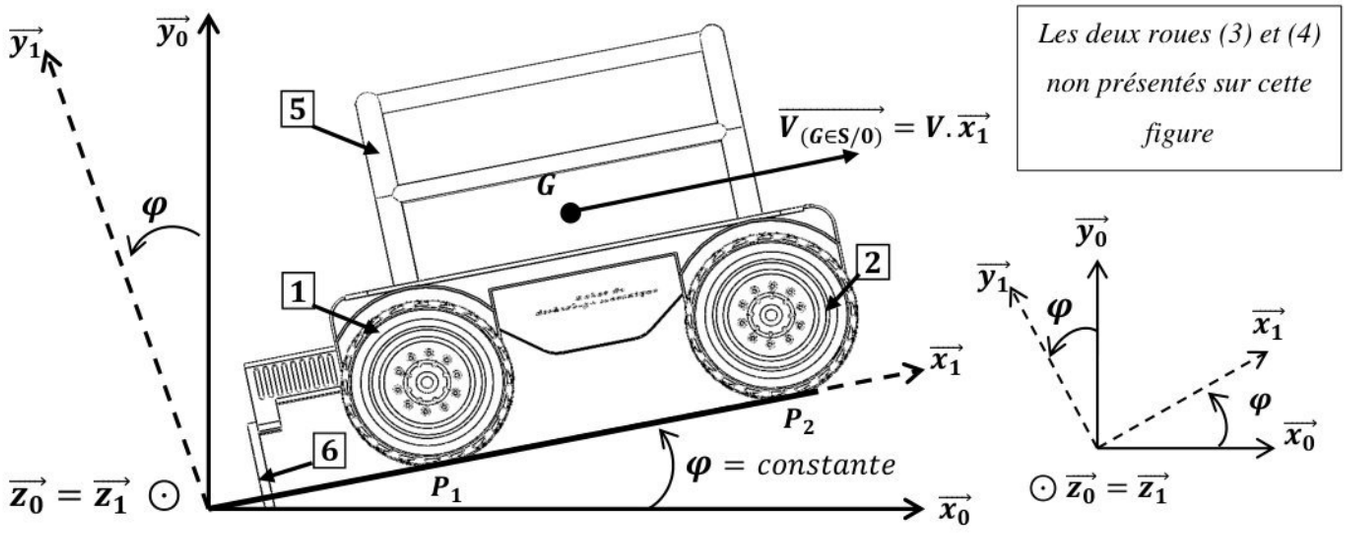

Figure 15
On considère les hypothèses et les données suivantes : **(voir figures 15 et 16)**
- Toutes les roues sont motrices (roue (1), roue (2), roue (3) et roue (4));
- Seules les roues $\boxed{1}$ et $\boxed{2}$ sont représentés sur la figure 15.
- L'ensemble mobile (robot (S)) $\boldsymbol{S = (\ 1, 2, 3, 4, 5, 6,}$ **quatre motreducteurs** $)$ est de masse totale $m = 867\ Kg$ et de centre d'inertie G.